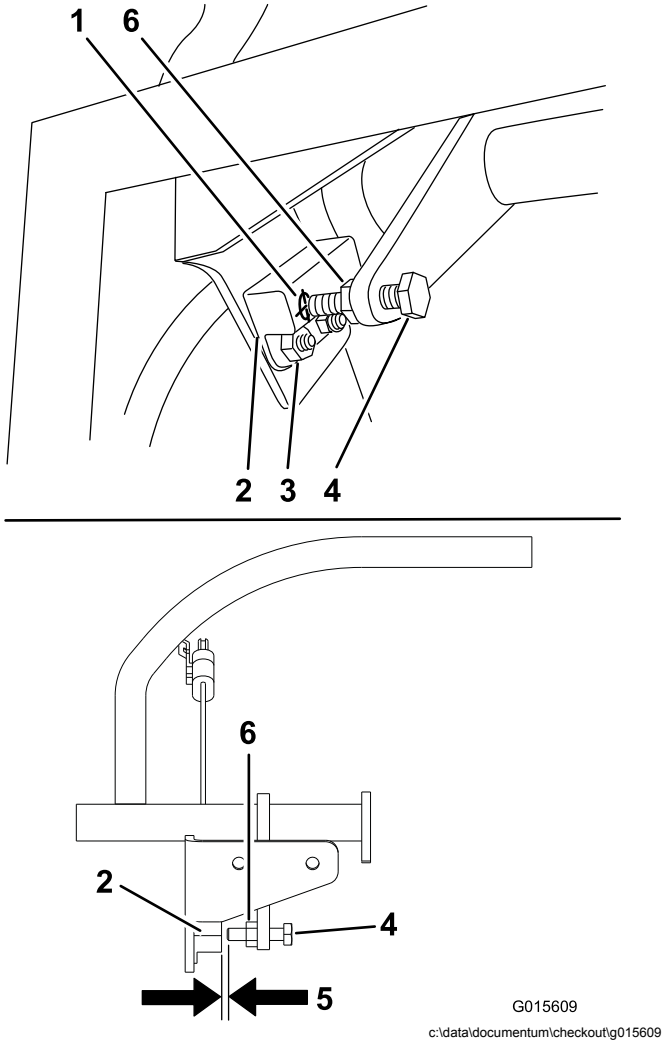

Figur 56
1. Se till att bulten på rörelsereglagespaken ligger i linje med avståndsbrytarens mål (Figur 56).
2. Vid behov lossar du bultarna och justerar avståndsbrytaren tills målet ligger i linje med bulten på rörelsereglaget (Figur 56).
3. Kontrollera avståndet från bulten till avståndsbrytaren. Det ska vara mellan 0,51 och 1,02 mm såsom visas i Figur 56.
5. Dra åt kontramuttern efter justeringen av bulten (Figur 56).